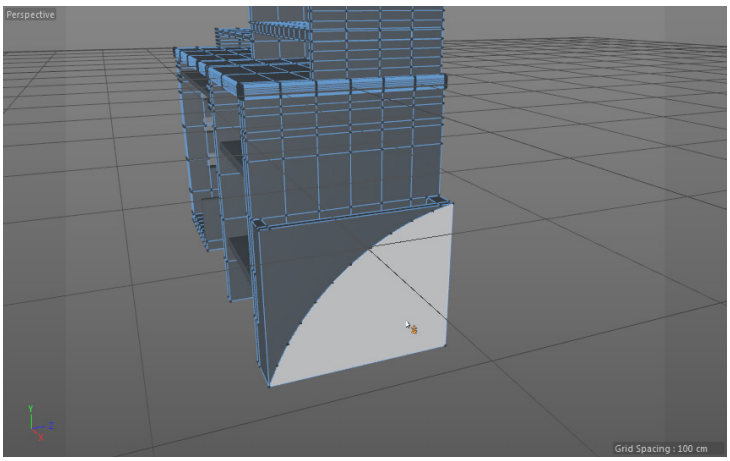
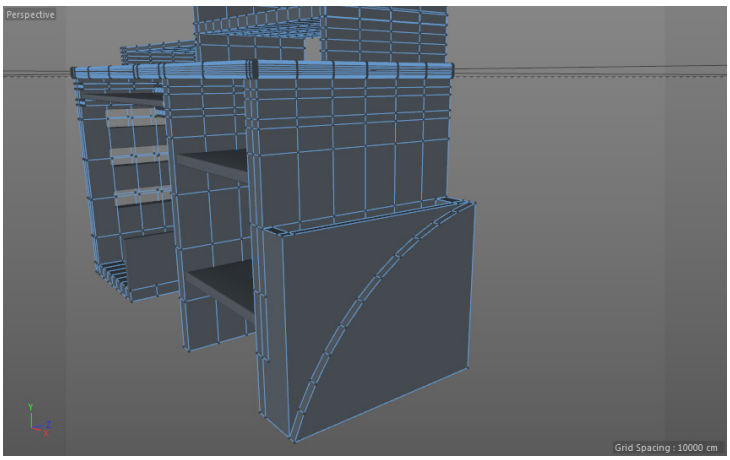

Figure 3-131 *Highlighted polygon*
Figure 3-132 *The extruded polygon*
10. Hover the cursor on the polygon; the polygon is highlighted, as shown in Figure 3-131. Next, hold the CTRL key and drag the highlighted polygon; the selected polygon is extruded, as shown in Figure 3-132.